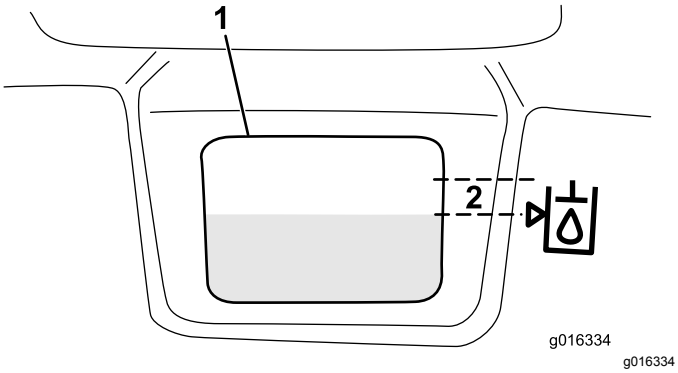

**Rysunek 33**
3. Powoli napełniaj zbiornik odpowiednim olejem hydraulicznym, aż jego poziom osiągnie poziom strzałki obok białego okienka z przodu zbiornika lub zbliży się do niego na mniej niż 6 mm (Rysunek 33). Nie przepełniaj zbiornika.